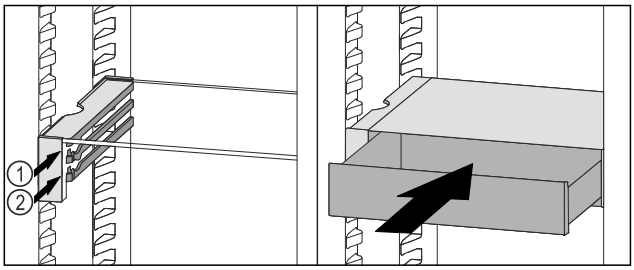

Fig. 101
▶ Așezați sertarul VarioSafe în spatele opritoarelor pe nervura dorită *Fig. 101 (1)* sau *Fig. 101 (2)*.